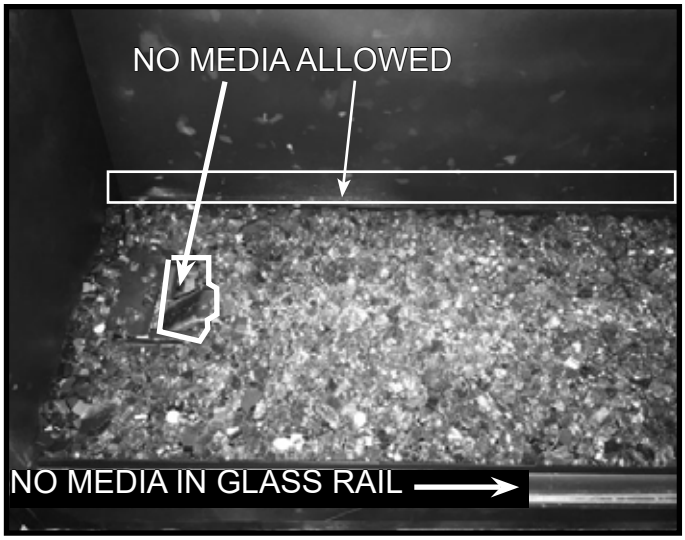

**Figure 6. Media Installed**
8. **DO NOT** allow media to fall between the media tray and the back of the firebox. Remove any fallen media before proceeding. See Figure 6.
12. Remove any glass media that may have fallen in the bottom glass rail. Glass will not install properly if media is present in glass rail. See Figure 6.